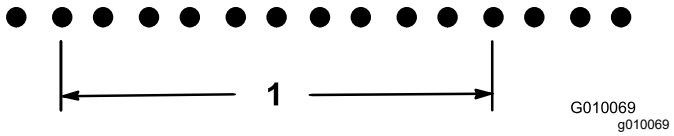

**Figure 69**
21.2 divided by 10 is 2.12, hole spacing is long by .12 inch from nominal (Figure 69).